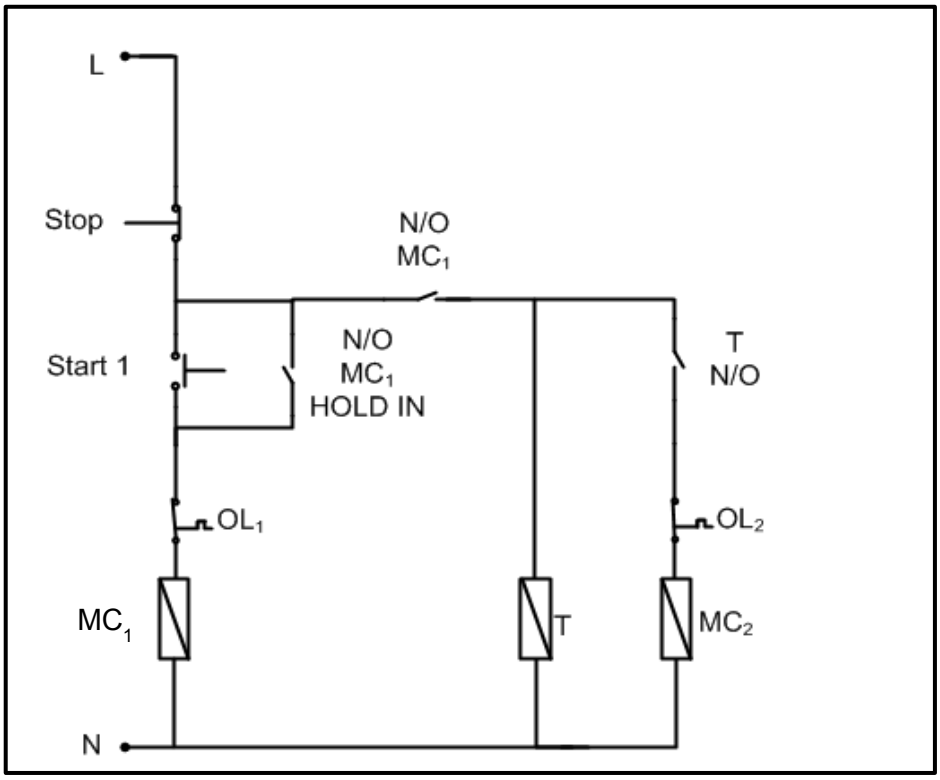

FIGURE 4.2: CONTROL CIRCUIT OF AN AUTOMATIC SEQUENCE STARTER
4.8 FIGURE 4.2 represents the control circuit of an automatic sequence starter.